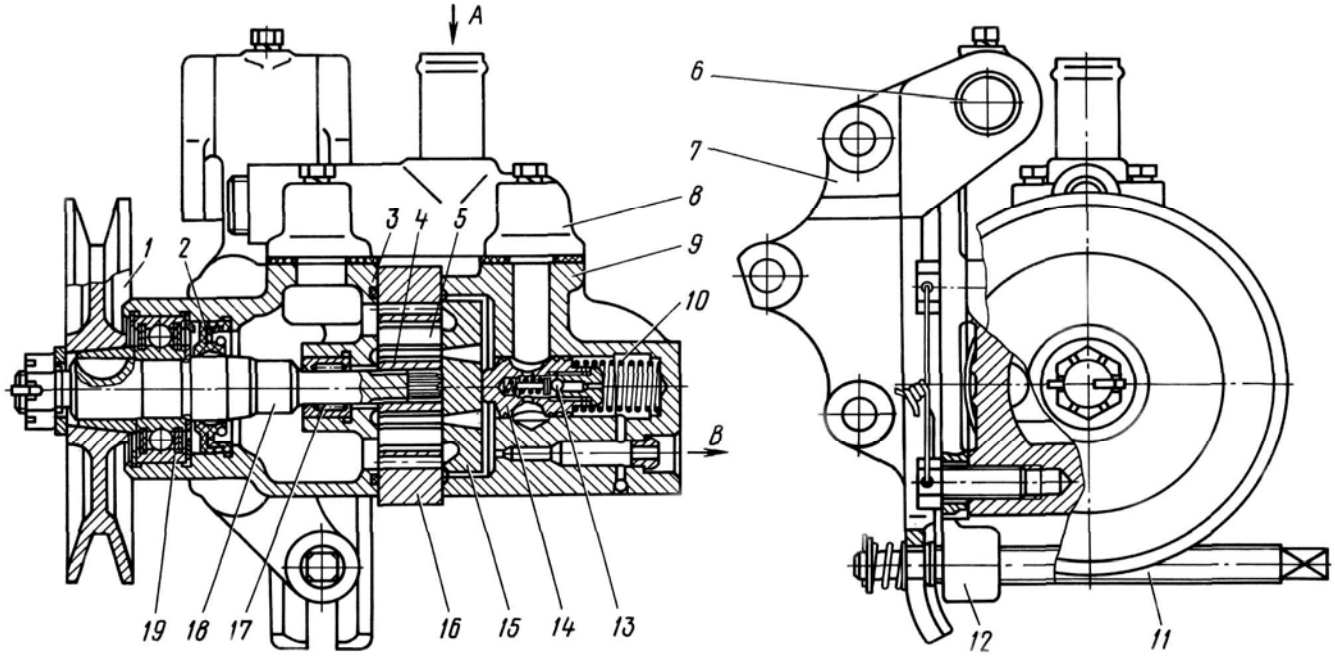

Рис. 60. Насос гидроусилителя:
Насос гидроусилителя (рис.60) лопастного типа, двойного действия (за один оборот вала насоса совершается два полных цикла всасывания и два нагнетания).
Вывернуть болты крепления коллектора 8 (см. рис.60) насоса, снять коллектор и прокладки.
1. Запрессовать в гнездо корпуса 3 (см. рис.60) насоса игольчатый подшипник 17 до упора и манжету 2.